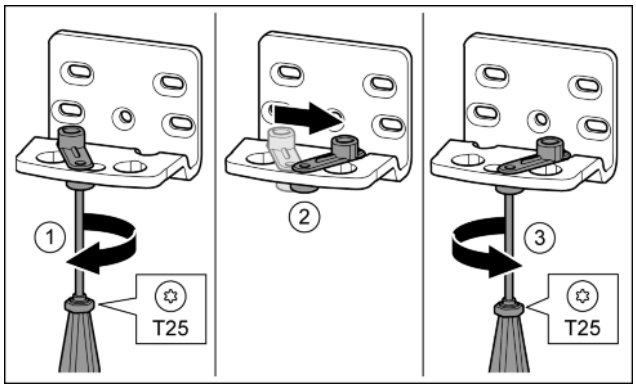

Fig. 16
- ▶ Loosen screw using a T25 screwdriver. *Fig. 16 (1)*
- ▶ Lift the door closure aid and turn it 90° to the right in the hole. *Fig. 16 (2)*
- ▶ Tighten screw using a T25 screwdriver. *Fig. 16 (3)*